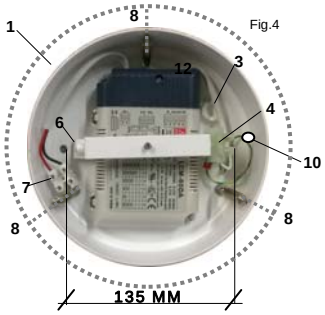

Fig.4
- Far passare i cavi provenienti dall'apparecchio dal foro (**10**) del disco di copertura (**1**) e bloccarli con il serrafilo (**6**). (Fig.4);
- Chiudere la borchia (**2**) fissando il disco (**1**) avendo cura di far passare i cavi di sostegno dai rispettivi tagli (**8**). (Fig.4)